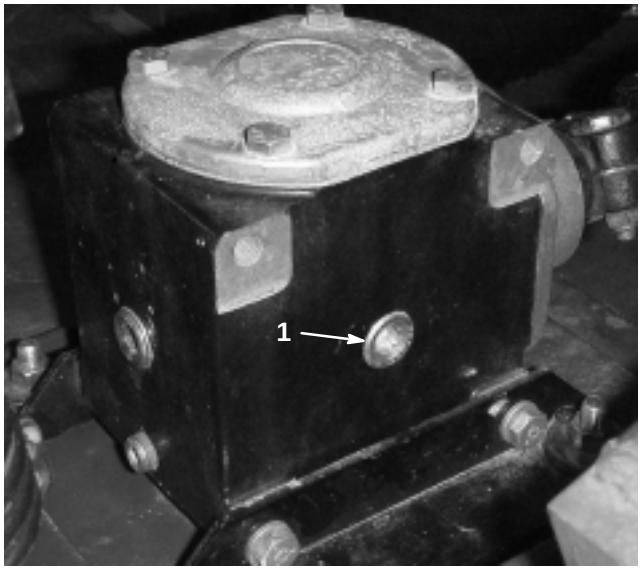

Figure 23
2. Position the machine and cutting unit on a level surface and lower the cutting unit. Remove the fill/check plug from the side of the gear box (Fig. 23) and make sure that the lubricant is up to the bottom of the hole. If the lubricant level is low, add SAE 80–90 wt. gear lube until the level is up to the bottom of the hole.